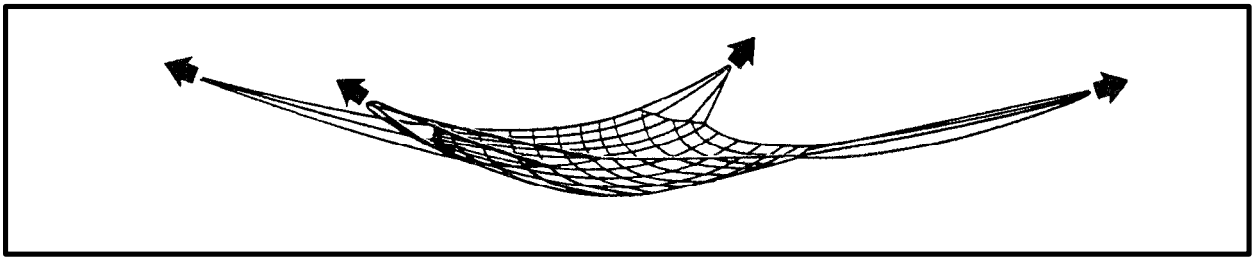

*Figure 7-5. Fully Extended Net*
**(1)** Spread the net out on the ground. Have four persons pull evenly on each of the four lifting legs to open the net to its fullest extension over the spot where the net is to be loaded (Figure 7-5). This will prevent the net from shifting under the pallets or load when the helicopter lifts the net.